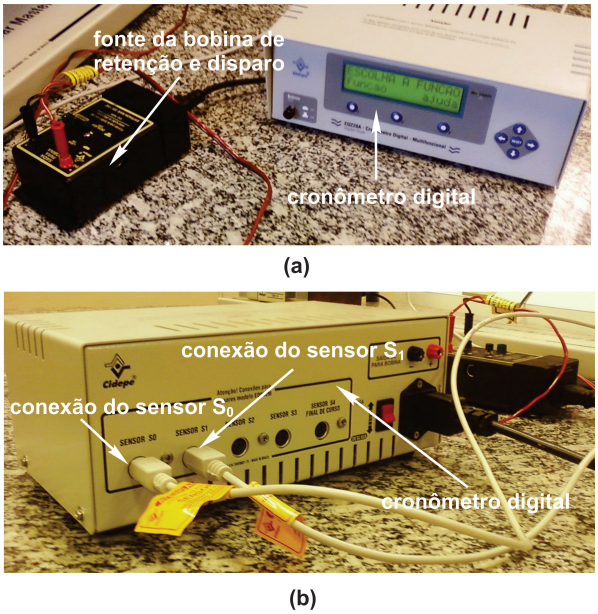

Fig. 3: Conexões e detalhes do cronômetro digital de interface.
O "***cronômetro digital de interface***", mostrado em detalhes na fotografia da Fig.3 (a) e (b), tem a função de medir intervalos de tempo de passagem consecutivas de um móvel entre diferentes pontos de referência no espaço, como por exemplo pontos de referência sobre o trilho de ar. Pode ainda ser programado para análise de diversos tipos de movimentos mecânicos tais como, movimentos retilíneos, movimentos curvilíneos, movimentos oscilatórios e colisões. A partir dessas programações, o cronômetro digital de interface pode registrar diretamente valores de grandezas físicas como velocidades médias, velocidades instantâneas, frequências e períodos. Os pontos de referência no espaço podem ser previamente demarcados por meio de até 5 sensores fotoelétricos, conectados ao cronômetro digital de interface. O "***sensor fotoelétrico***" é um dispositivo que possui um diodo emissor de luz vermelha e um sensor apropriado para essa emissão eletromagnética. Esse dispositivo é dotado de um circuito eletrônico que é alimentado e controlado pelo cronômetro digital de interface. O cronômetro digital de interface é capaz de registrar até 10 intervalos de tempo de passagem para cada deslocamento linear de um objeto em movimento.
2. Neste experimento, dois sensores S_0 e S_1 serão mantidos em duas posições diferentes no trilho de ar. A Fig.3 (b) mostra que o sensor S_0 deve ser conectado na entrada S_0 e o sensor S_1 deve ser conectado na entrada S_1 do cronômetro digital de interface. Após fazer essas conexões, ligue o cronômetro digital de interface e observe que, para cada sensor fotoelétrico, os feixes luminosos de cor vermelha incidem sobre fotodetectores localizados em pequenos furos da estrutura metálica do dispositivo.